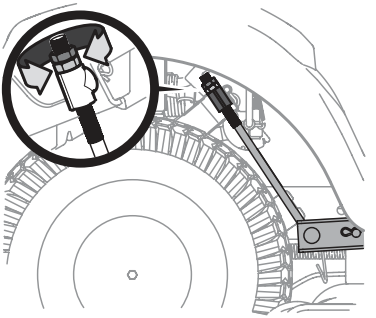

Fig. 40
3. Debajo de los guardabarros traseros dentro de las ruedas hay una varilla de ajuste de elevación para cada lado de la plataforma (Fig. 40).